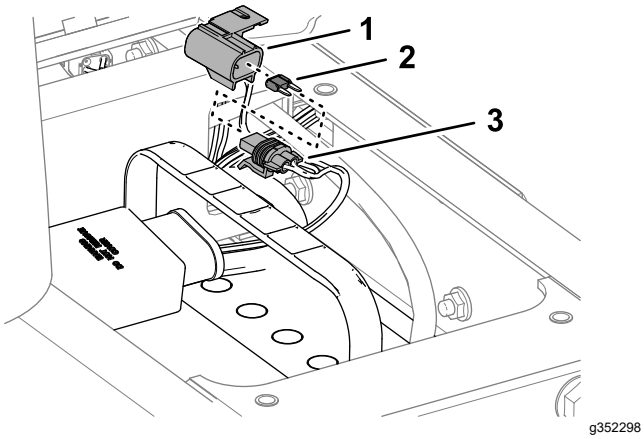

**Figur 71**
2. Ta bort hättan från den inbyggda säkringshållaren (Figur 71).